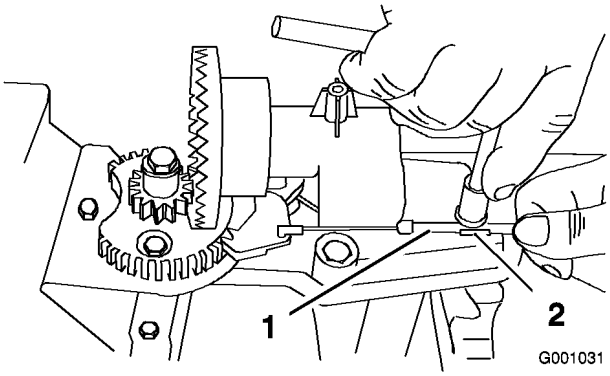
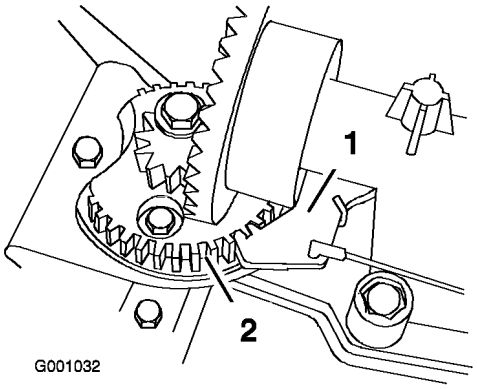

Figur 48
Figur 49
2. Lossa bulten på kabelklämman (Figur 48).
3. Fatta tag i kabelledningen och rör den mot maskinens främre del tills spärrhaken på utkastaren helt hakar in i kugghjulets kuggar (Figur 48 och Figur 49).
Obs: Spärrhaken är fjäderupphängd och kommer att röra sig in i kuggarna på kugghjulet av sig själv (Figur 49).